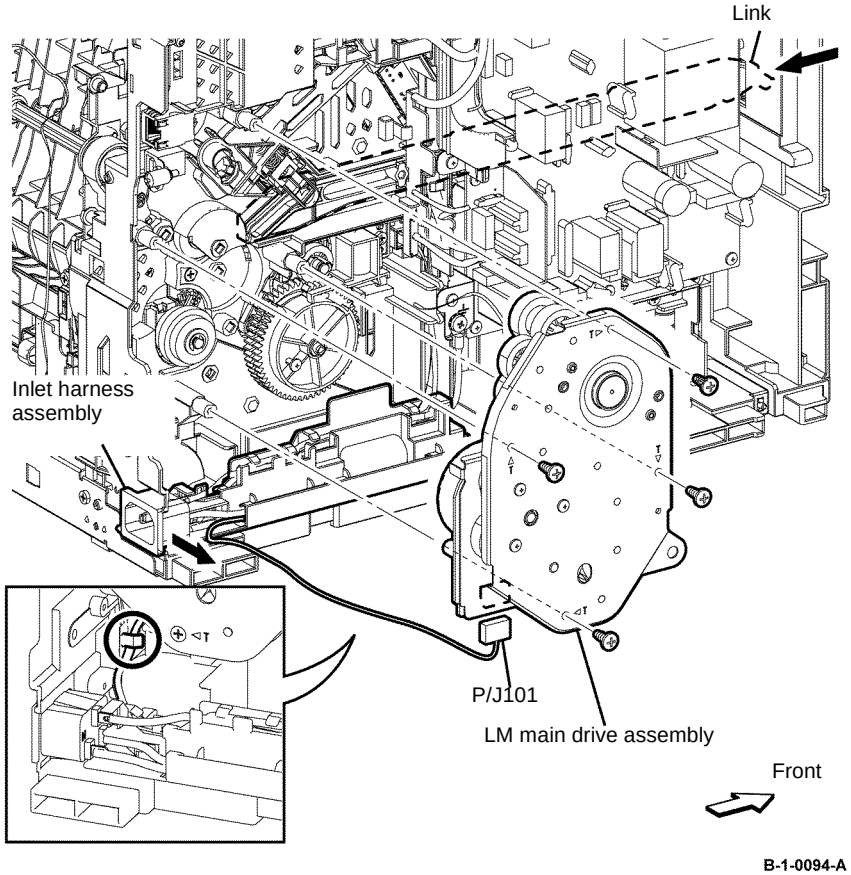

Figure 2 Main drive assembly removal
15. Remove four screws (silver, tapping, 8mm) that fix the main drive assembly, then remove the LM main drive assembly from the printer, Figure 2.
16. Disengage P/J101 from the LM main drive assembly, Figure 2.